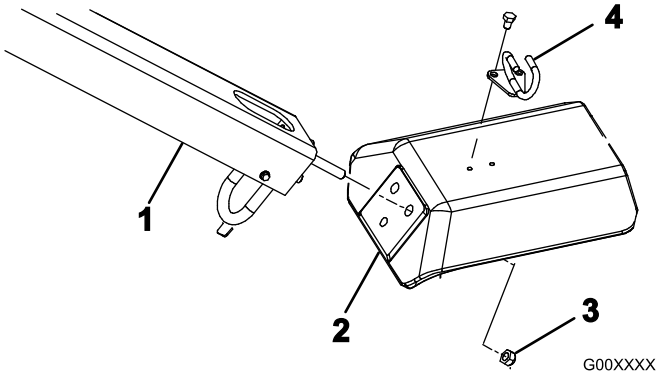

**Rysunek 4**
2. Wsuń montażowe kołki gwintowane uchwytu w otwory w widełkach (Rysunek 4).
3. Zamocuj kołki gwintowane uchwytu za pomocą trzech przeciwnakrętek (1/2 cala) (Rysunek 4)
5. Zamocuj prowadnicę przewodu do górnej części widełek za pomocą dwóch śrub (5/16 x 1/2 cala) (Rysunek 4).